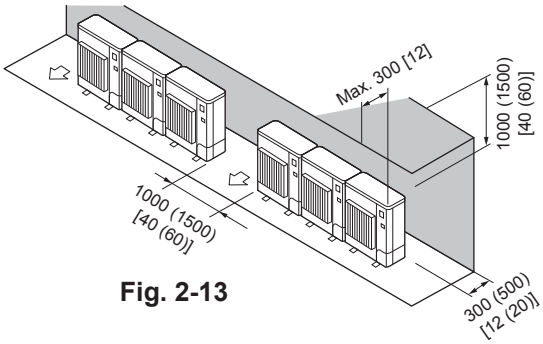

Fig. 2-13
② Obstacles uniquement à l'arrière et au-dessus (Fig. 2-13)